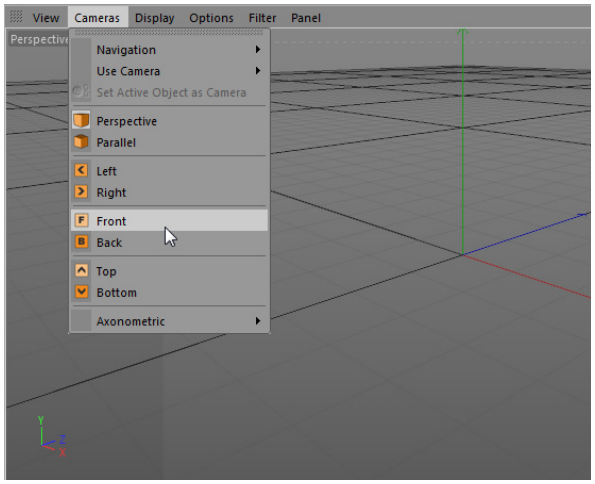
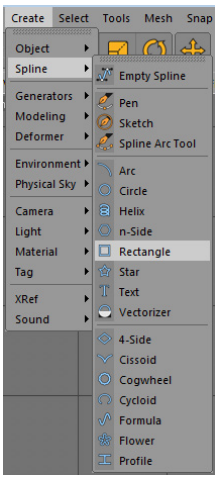

Figure 2-2 *Choosing the* ***Front*** *option from the Menu in editor view*
Figure 2-5 *Choosing* ***Rectangle*** *from the* ***Create*** *menu*
2. Press the middle mouse button in the Perspective viewport; all viewports are displayed. Next, hover the cursor over the Front viewport and then press MMB to maximize it. Alternatively, choose **Cameras > Front** from the Menu in editor view, as shown in Figure 2-2; the Front viewport is maximized.
1. Press F1; the Perspective viewport is maximized. Alternatively, choose **Cameras > Perspective** from the Menu in editor view, refer to Figure 2-2. Choose **Create > Spline** from the main menu; a cascading menu is displayed. Next, choose **Rectangle** from it, as shown in Figure 2-5; a rectangle is created in the Perspective viewport. Also, *Rectangle* is added to the Object Manager.